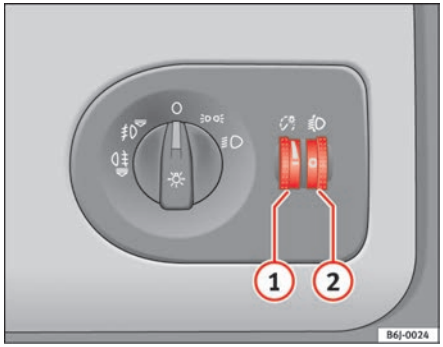

Fig. 51 Instrument panel: regulation for instrument and switch illumination and headlight range control
When the headlights are switched on, the brightness of the instruments and switch lighting can be regulated to suit your requirements by turning the thumb wheel ⇒ fig. 51 (1).